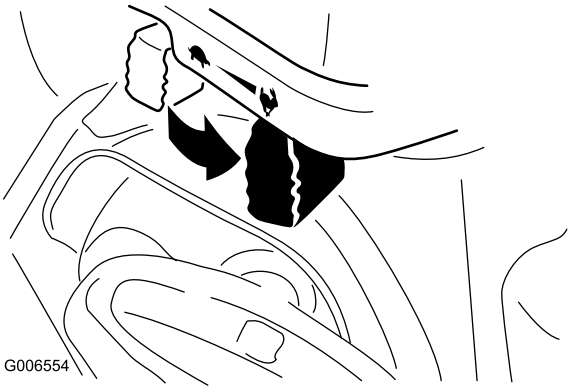

Figure 26
6. Move the throttle to the Fast position (Figure 26).